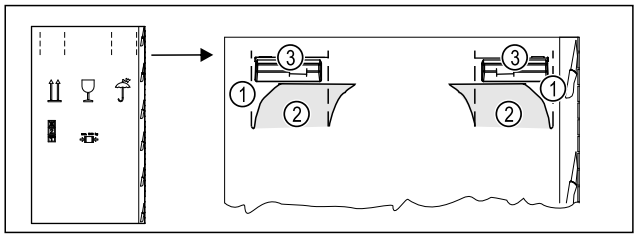

Fig. 4
- ▶ Verpackungskarton oben an der Perforierung *Fig. 4 (1)* eindrücken.
- ▶ Eingedrückte Laschen *Fig. 4 (2)* herausziehen.
- ▷ Tragegriff *Fig. 4 (3)* rechts und links ist sichtbar.
- ▶ Gerät an den Tragegriffen *Fig. 4 (3)* halten.